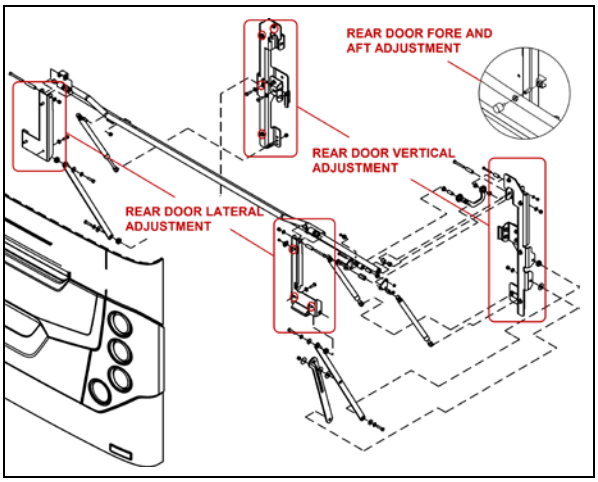

FIGURE 101: ENGINE COMPARTMENT DOOR 18633_1
1. To adjust the door VERTICAL position, loosen the bolts (4 on each side) holding the door supporting arm and gas springs bracket to the *vehicle structure* (Figure 101).
2. To adjust the door LATERAL position, loosen the bolts (3 on each side) holding the door supporting arm and gas springs bracket to the *door* (Figure 101).
3. Adjust the door FORE & AFT position by screwing/unscrewing the rubber door stops on each side of the door opening (Figure 101).